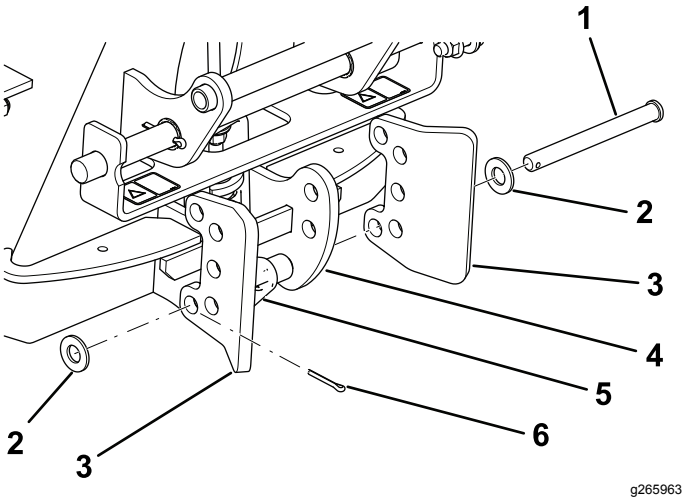
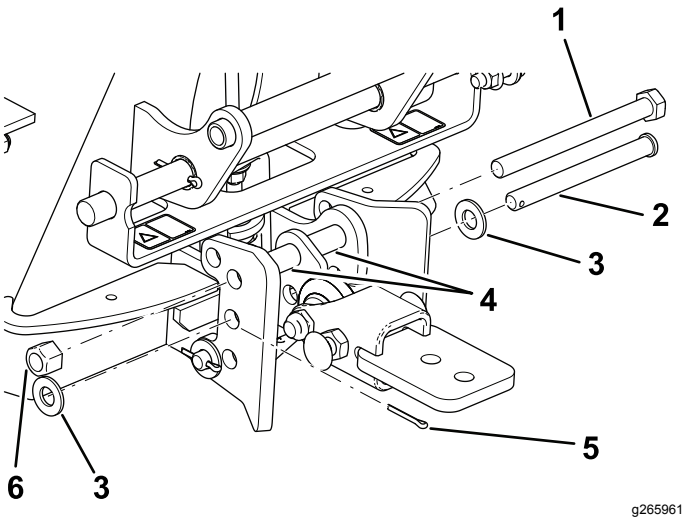

Figur 8
Figur 9
2. Tilslut kugletrækssamlingen på adapteren som vist i Figur 8 og Figur 9.